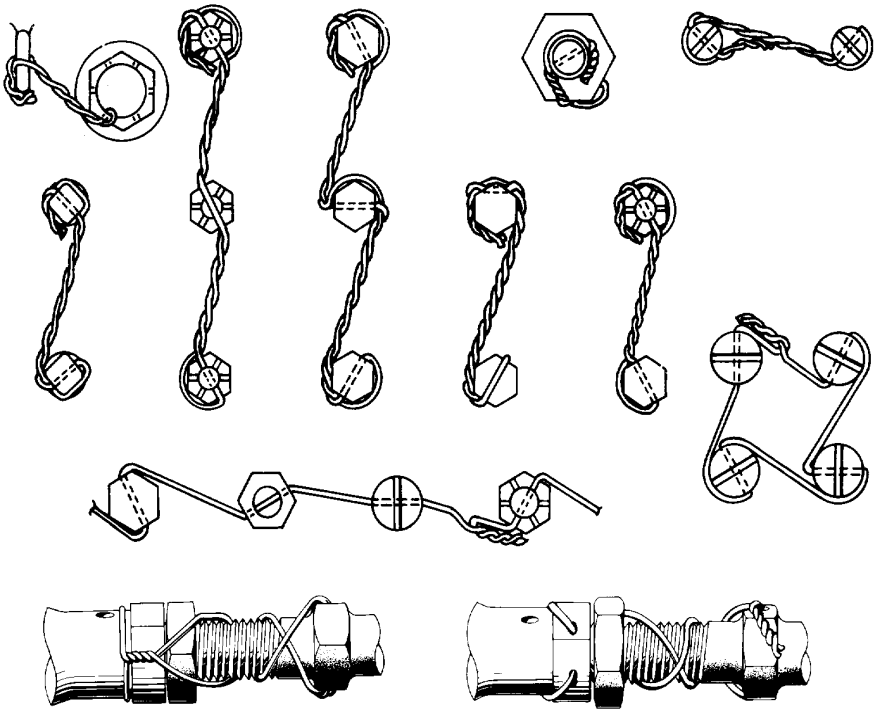

Figure 3. Typical Application of Lockwiring
d. Install lockwire in such a way that any tendency of secured parts to loosen is counteracted by the wire. (See figure 3.)
h. Figure 3 illustrates double strand twisted and single strand lockwiring.